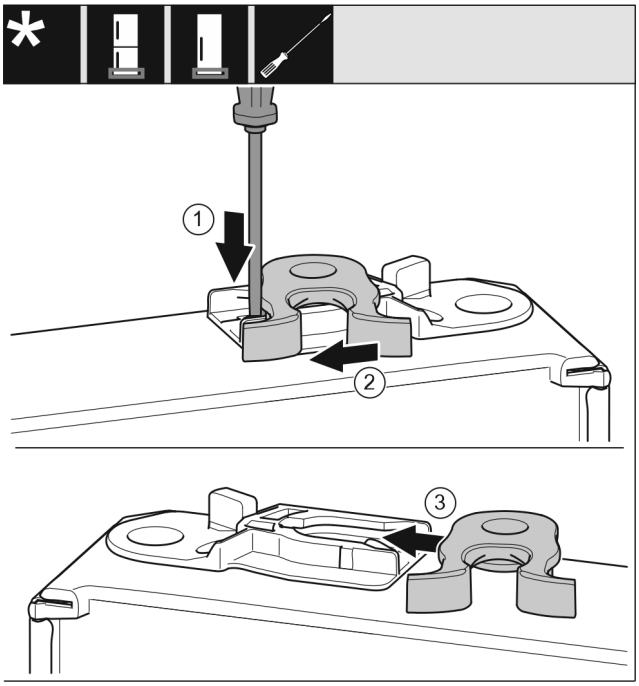

Fig. 22
- ▶ Plochým šroubovákem přitlačte lamelu *Fig. 22 (1)* dolů.
- ▶ Vytáhněte petlici *Fig. 22 (2)* z vedení.
- ▶ Petlici *Fig. 22 (3)* zasuňte do vedení na druhé straně.